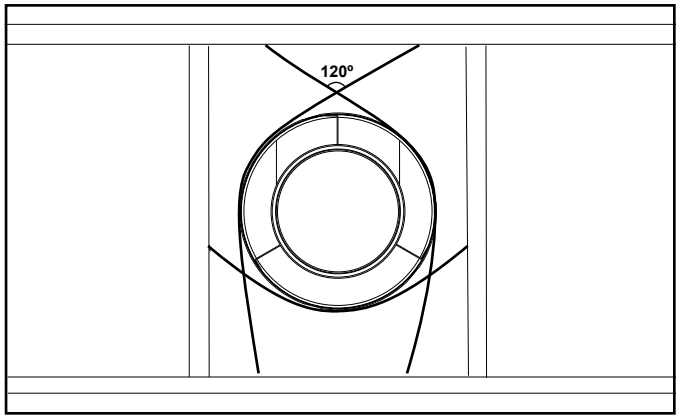

Figure 7.8 Securing Vertical Pipe Sections
- Vent supports or plumbers strap (spaced 120º apart) may be used to support vent sections. See Figures 7.8 and 7.9.
Note: Figures 7.8 and 7.9 are to be used for reference only. Method of strap installation could vary by configuration of vent system.